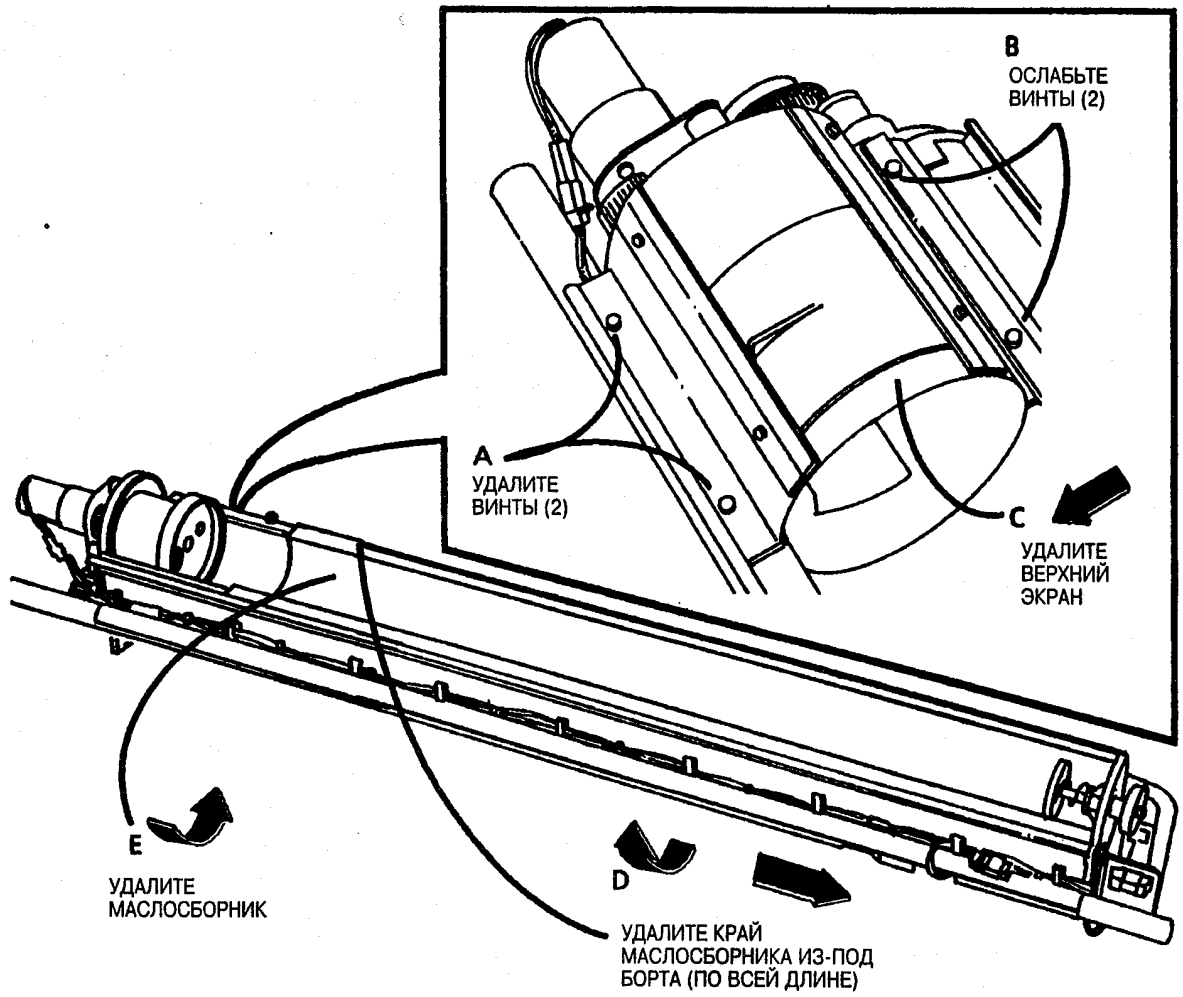

Рис. 9. Удалите маслосборник из-под катриджа тонера
16. (Рис. 9): Удалите маслосборник из-под катриджа тонера.